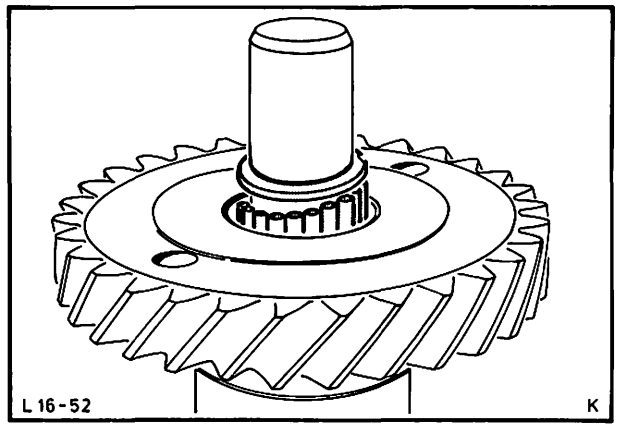

Abb. 67 Vorgelegezahnradblock mit Abstandscheiben und Lagernadeln
41. Vorgelegezahnradblock komplettieren: Hierzu Blindwelle mit Distanzrohr in den Zahnradblock schieben. Bohrungszwischenräume mit Mehrzweckfett füllen und von jeder Seite eine Abstandscheibe, 19 Lagernadeln und nochmals eine Abstandscheibe einführen, Abb. 67.